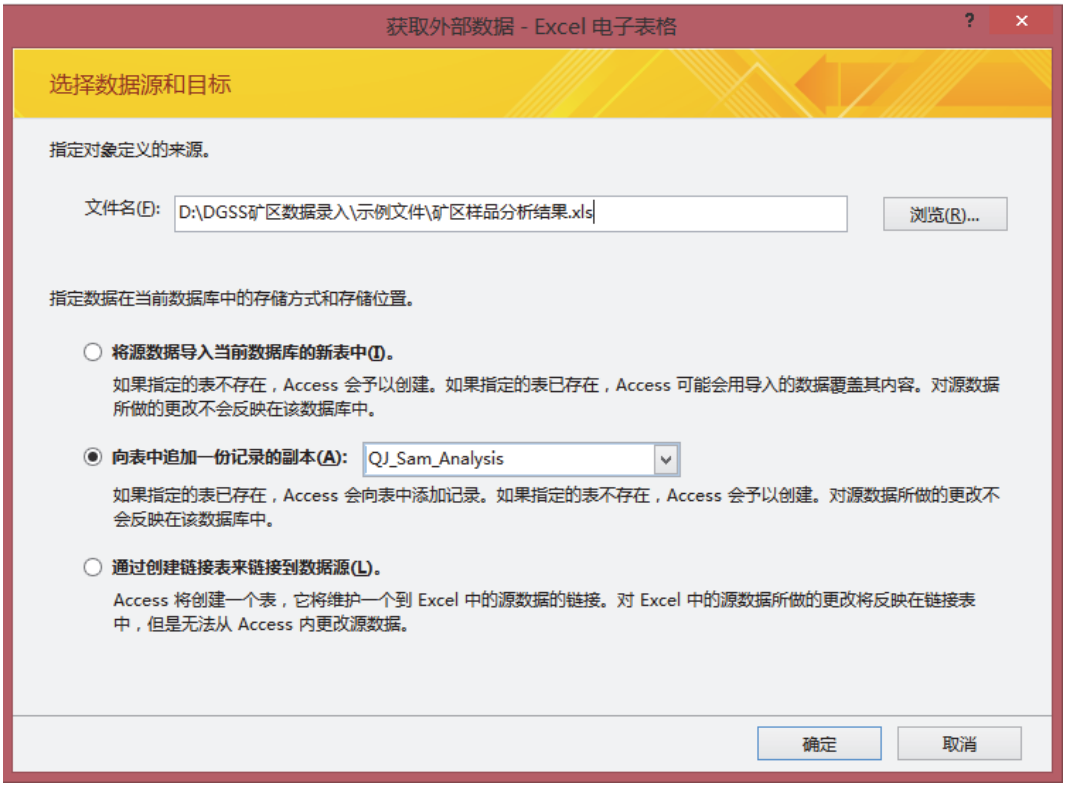

图 7-32
5. 在获取外部数据对话框中，点击“浏览”按钮，指定“矿区样品分析结果. xls”文件的位置，在“向表中追加一份记录的副本”下拉框中选择“QJ_Sam_Analysis”，然后点击确定（见图 7-32）；